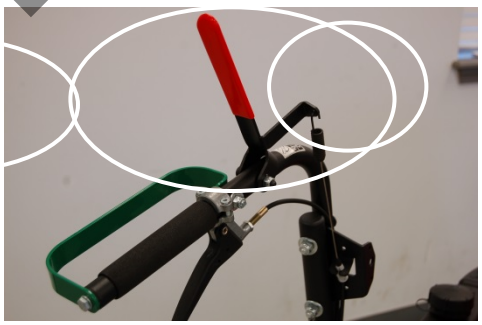

Fig. 4 Left Handle
1. Press blade clutch handle down (See *Fig. 4*) to engage blade. Allow blade to spin up to normal operating speed.
2. Release blade clutch handle (*Fig. 4*) to disengage blade.